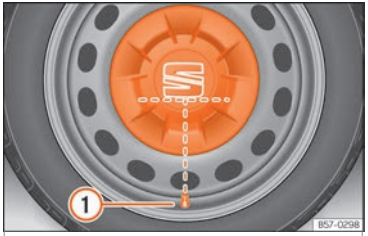

Abb. 35 Korrekte Anbringung der Radvollblende für Stahlfelgen.
- Legen Sie die Radvollblende an die Felge. Die Unterseite des Buchstabens „S“ des SEAT-Emblems muss mit dem Reifenventil übereinstimmen ››› **Abb. 35** (1).